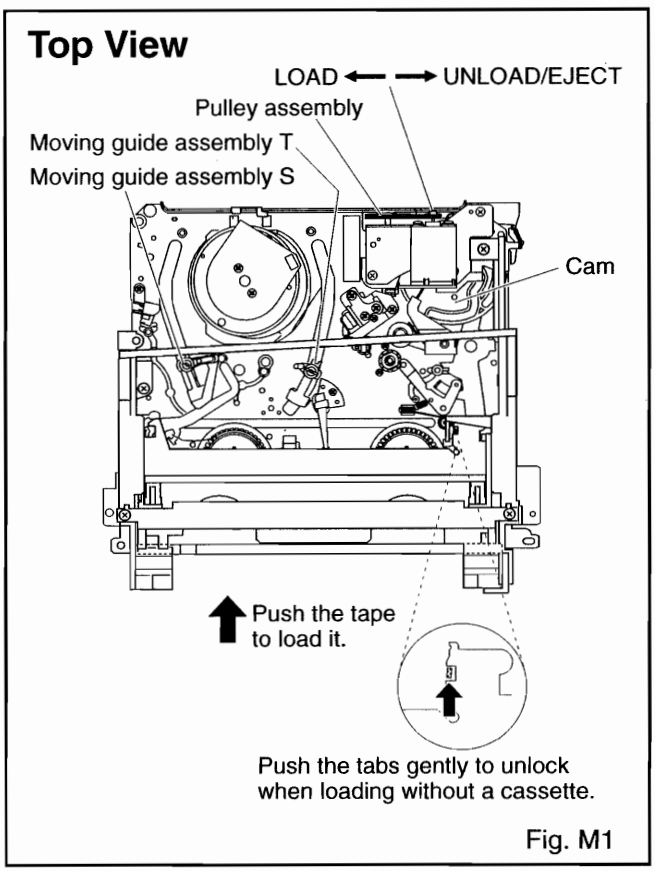
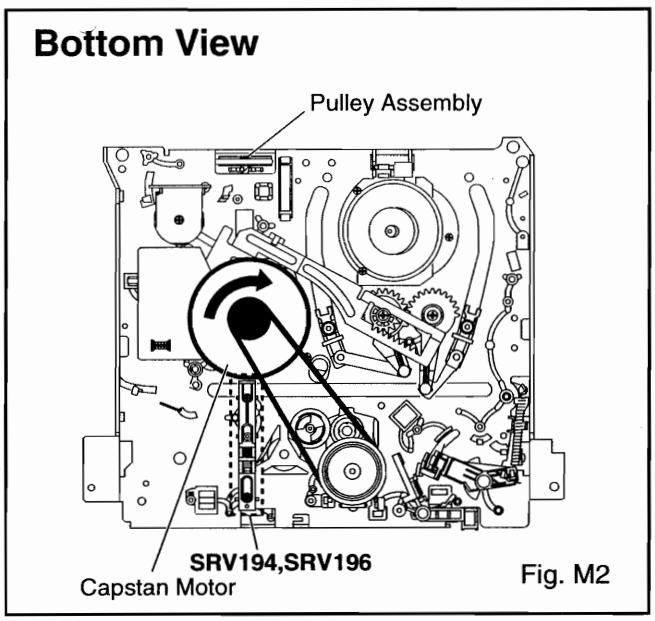

Fig. M1
Fig. M2
4. Turn the Pulley Assembly in the appropriate direction shown in Fig. M1 until the cassette tape is fully loaded. By turning the Pulley Assembly, you are turning the cam indicated in this figure. However, movement of the cam will be very slow. Allow a minute or two to complete this task.
3. Turn the Pulley Assembly in the appropriate direction shown in Fig. M1 to unload the cassette tape. When turning the Pulley Assembly, please be aware that this is a long process and the cassette will not start getting unloaded instantaneously. Within this long process, before the cassette actually starts getting unloaded, there is a time period during which the moving guide assemblies slide back to their original positions shown in Fig. M1. However, the tape will be left wound around the cylinder. To put the tape back into the cassette, gently turn the Capstan Motor in the direction shown in Fig. M2. Make sure that the tape is completely placed back in the cassette before the cassette starts getting unloaded. Otherwise the tape hanging out will be caught and damaged by the lid of the cassette when it closes.
By turning the Pulley Assembly, you are turning the cam indicated in Fig. M1. As stated, movement of the cam will be very slow. Allow a minute or two to complete this task.
3. Turn the Pulley Assembly in the appropriate direction shown in Fig. M1. Release the locking tabs shown in Fig. M1 and continue turning the Pulley Assembly until the Cassette Holder comes to the tape-loaded position. Allow a minute or two to complete this task.